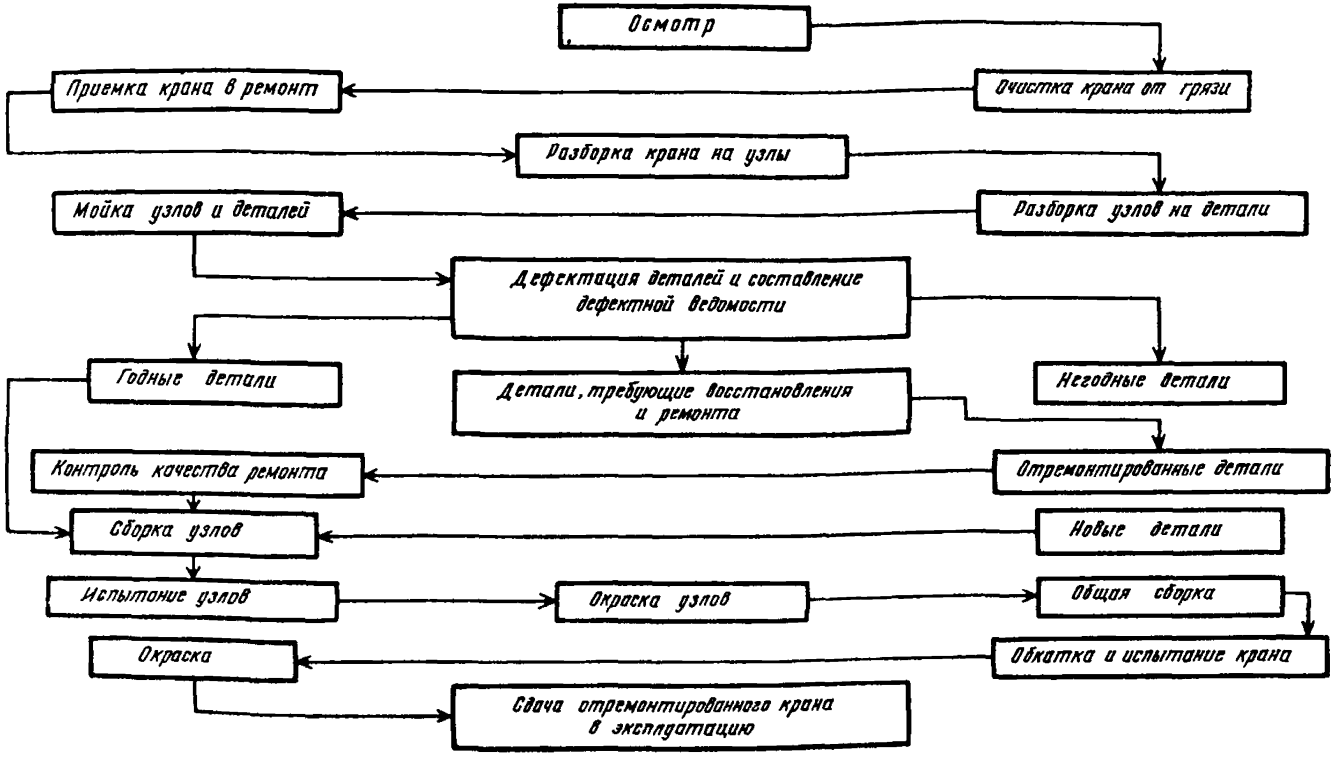

Рис.2.1. Общая схема технологического процесса ремонта подъемно-транспортного оборудования
2.4. Ремонт подъемно-транспортного оборудования осуществляется по технологической схеме, представленной на рис. 2.1.